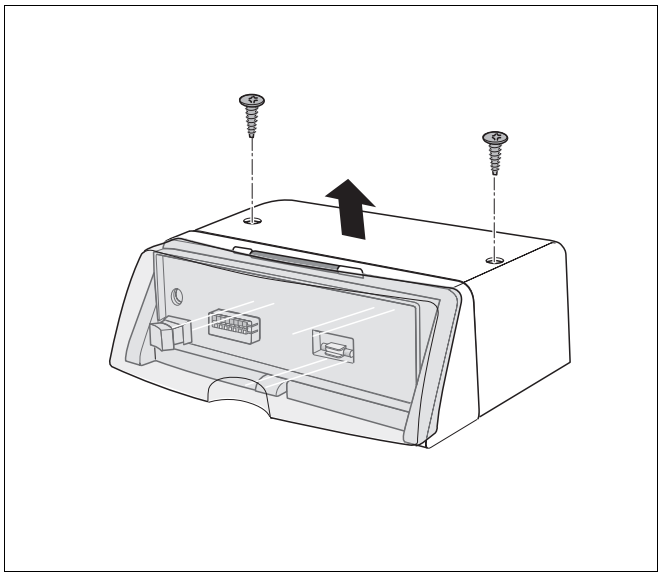

Рис. 3 Снятие верхней крышки
- Открутить 2 винта сверху крышки (рис. 3).